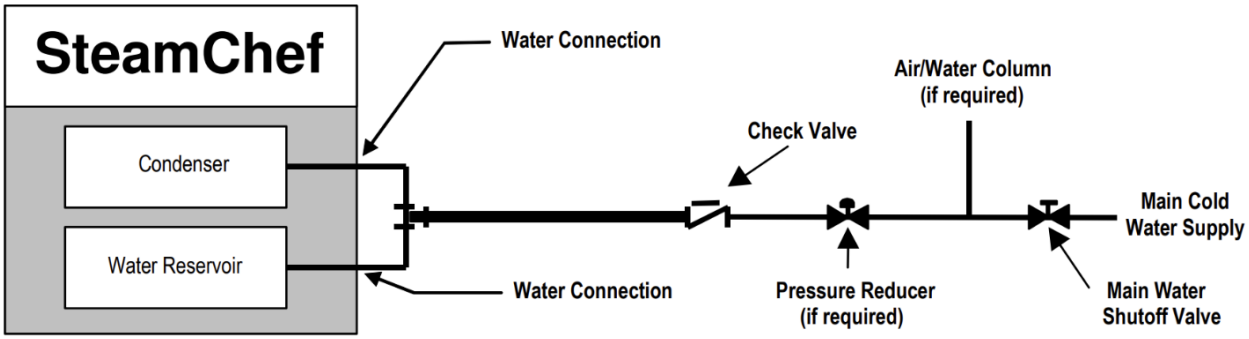

Figure 3-10 Cleveland Range Single Water Supply Arrangement
c) If the static pressure is above 60 psi, a pressure regulator must be used and set at approximately 50 psi. Pressure above 60 psi can damage solenoid valves. See Figures 3-10 and 3-11.
g) If the supply water meets the requirements shown in the Warranty, then the Single Water Supply Arrangement shown in Figure 3-10 may be used.